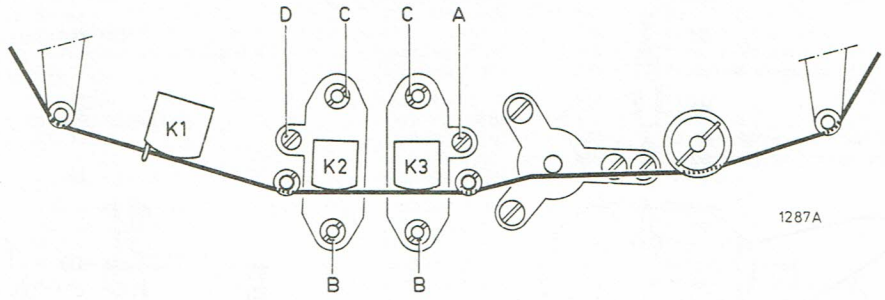

Fig. 15
1. Réglage des têtes magnétiques (voir fig. 15 et fig. 20)